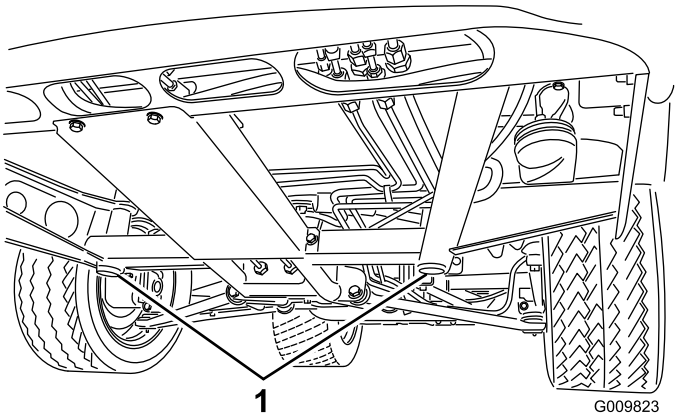
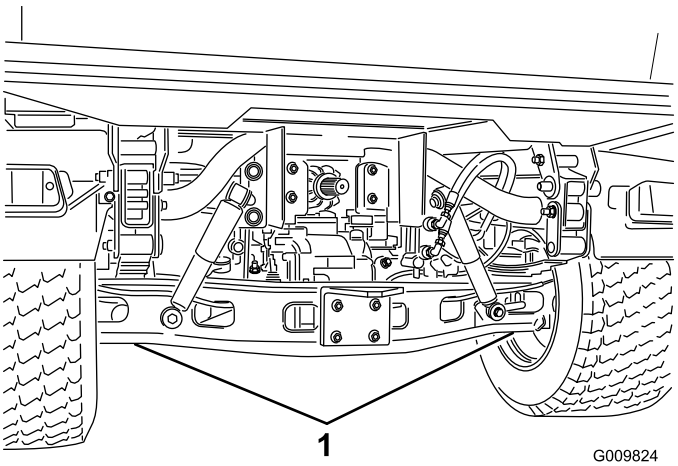

Figur 35
Figur 36
- Domkraftspunkten framtill på fordonet sitter under främre centrumramen, (Figur 35) och baktill sätts domkraften under bakaxelröret (Figur 36).